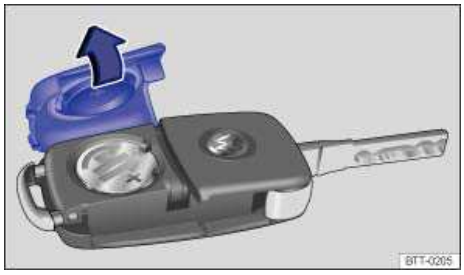

Fig. 19 Remote control vehicle key: Open battery compartment cover.
The battery is on the back of the remote control vehicle key under a cover ⇒ fig. 19.
- Position the cover as shown ⇒ fig. 19 and press it down (opposite to direction of the arrow) until you hear it click into place.